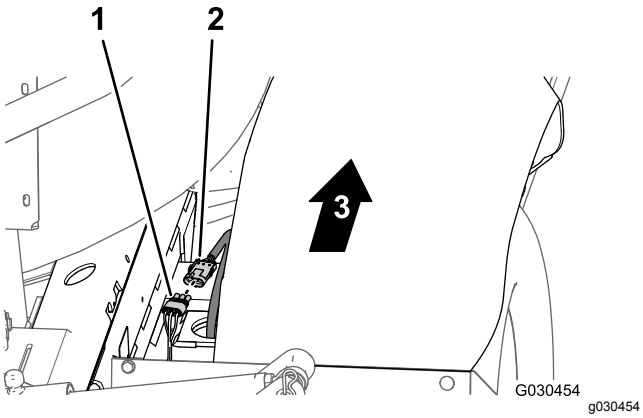

Figuur 135
2. Koppel achteraan de machine (tussen de rechter framebuis en het rechter spatbord) de stekker met 3 pinnen van de kabelboom van de snelheidssensor aan de rechter hydraulische tractiemotor aan op de busconnector met 3 contacten (geen aanduiding) van de achterste hoofdkabelboom (Figuur 135).